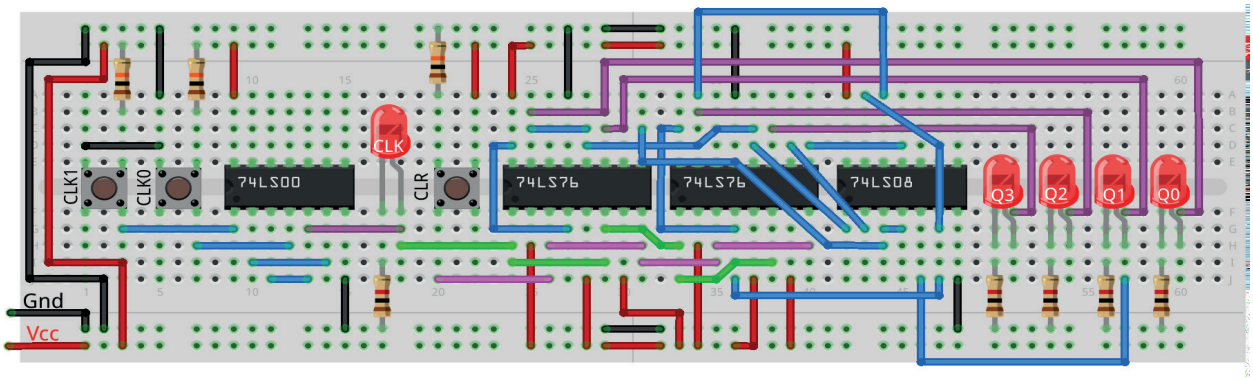

Figura 10.42 – Disposição dos componentes na placa de montagem.
1. Monte o circuito na placa de montagem, conforme figura 10.42.